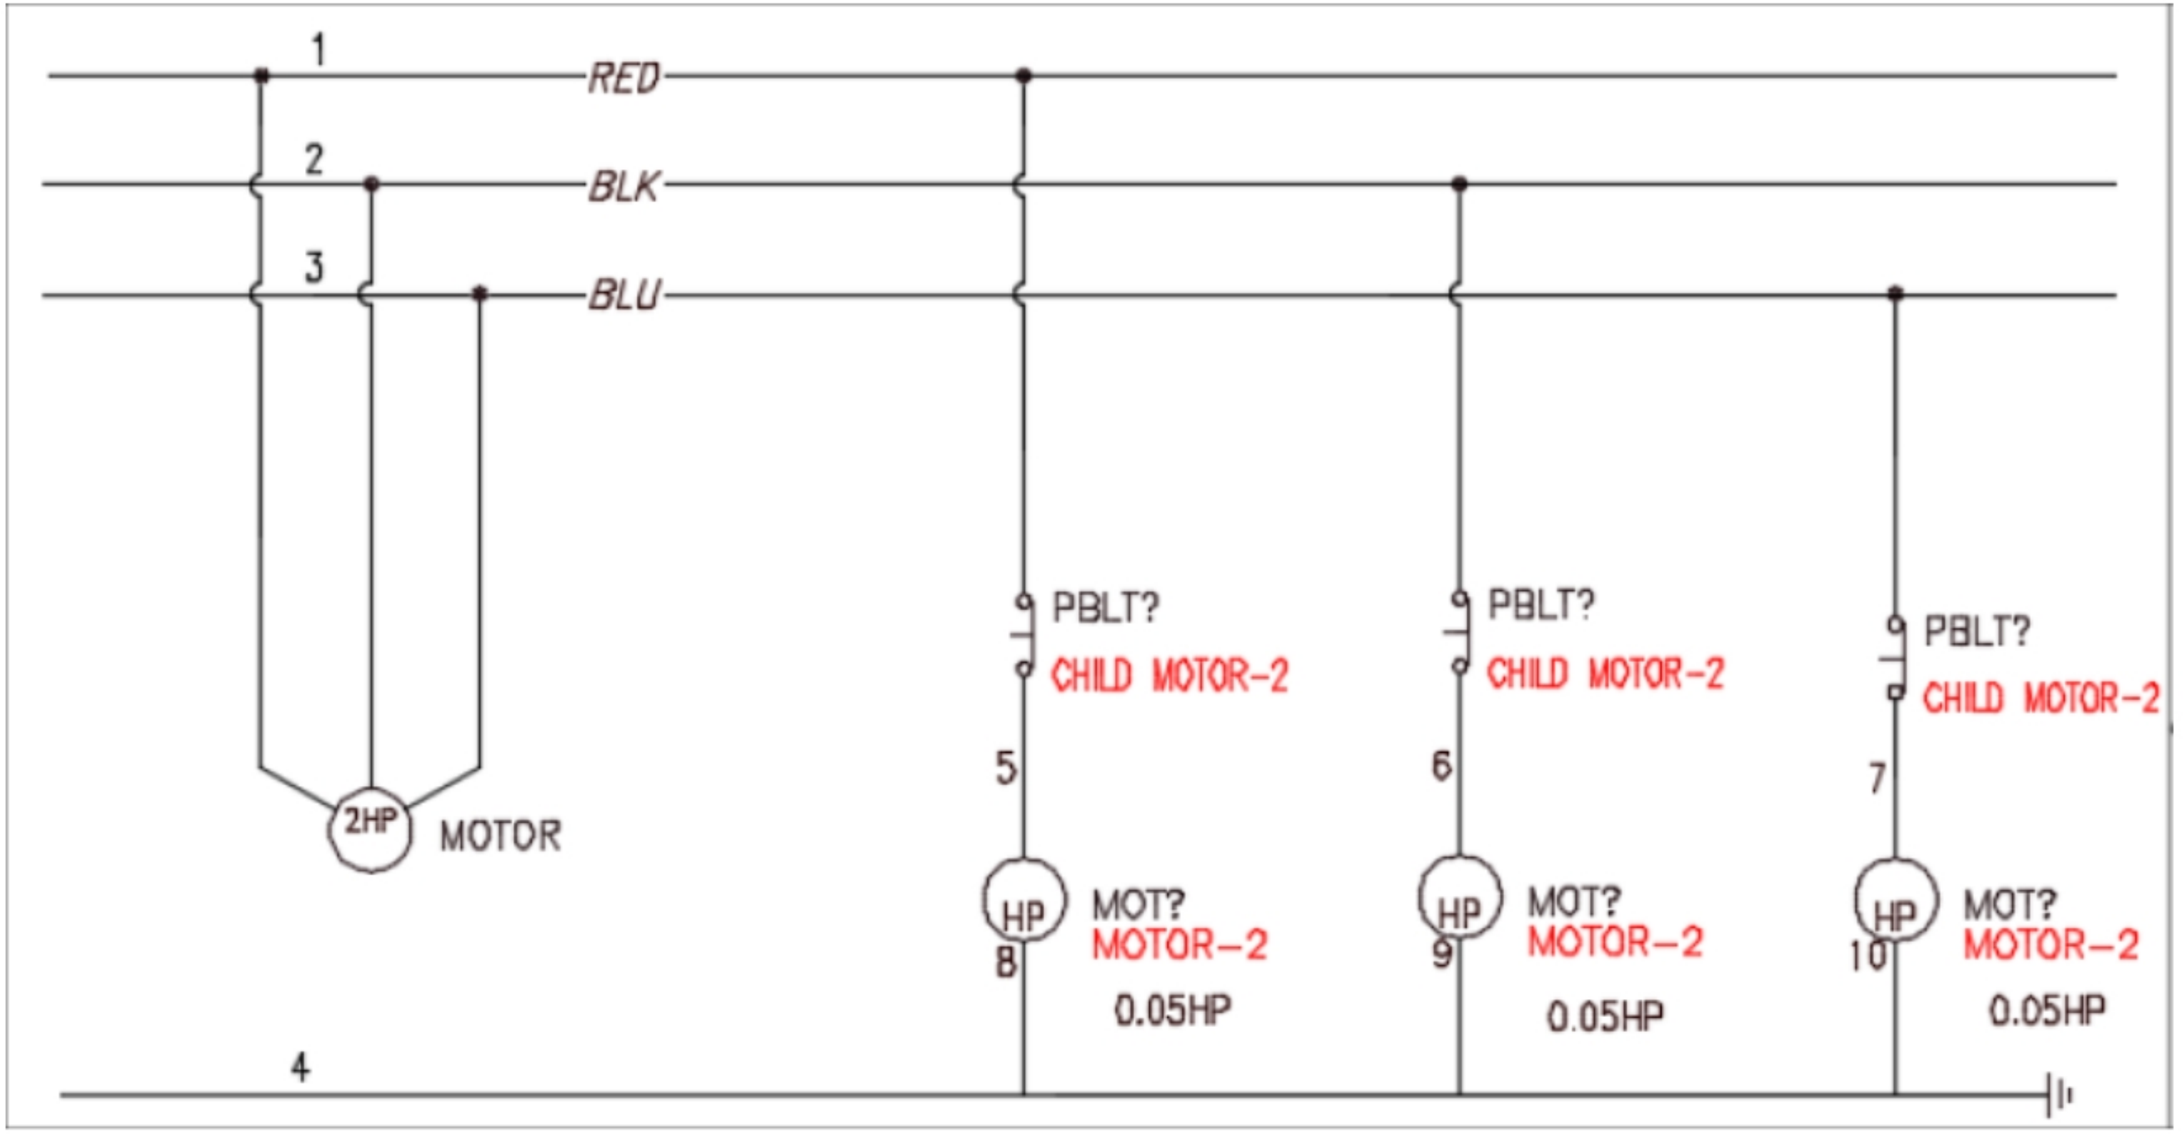

Figure-76. Circuit after connecting components
- Click on the **Catalog Browser** button and insert the components as shown in Figure-76.